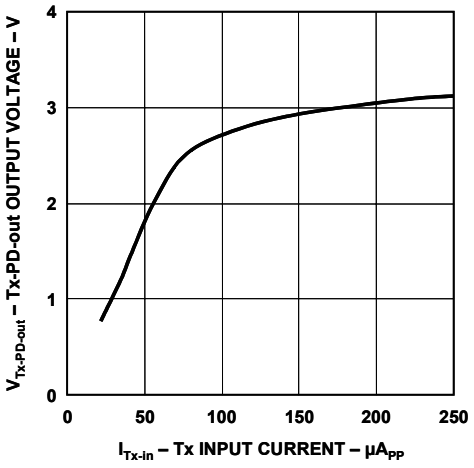
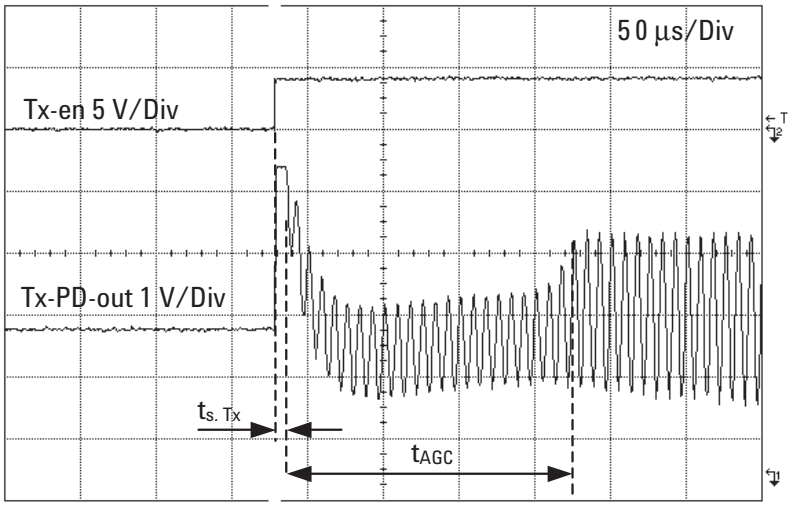

Figure 8. Tx-PD-out output voltage vs. Tx-in input current.
Figure 26. Tx-PD-out AGC response time.
1. Time from transmit is enabled ($V_{Tx\text{-}en}$ is set to logic high) until output (Tx-PD-out) is available. See Figure 26 in the Application Information section.
2. Time from output (Tx-PD-out) is available until Tx-PD-out signal reaches 66% of its steady state level. See Figure 26 in the Application Information section.
This AGC circuit compensates for variations in the input signal level presented at Tx-in and variations in the optical channel over temperature and time. The Tx-PD-out output signal is effectively stabilized for input Tx-in signals of between 150 μA_{PP} and 250 μA_{PP} (see Figure 8). The AGC circuit starts to function 10 µs after the Tx-en signal is set to logic high. After a period of 180 µs the Tx-PD-out signal typically reaches 66% of its steady state level (see Figure 26). To ensure correct operation of the internal circuitry, an external 1 µF capacitor needs to be connected from pin 11 to GND2.